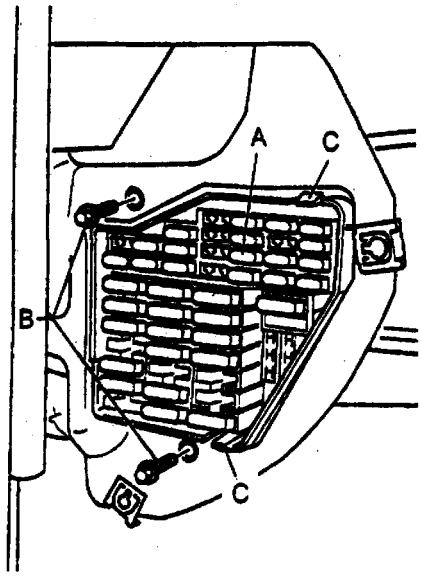

图 6－88
(1) 拆装保险丝插座
①小心地把仪表板旁边的护板撬起。
②如图 6－88 所示。把两颗固定螺钉 B (2Nm) 拆下，紧接着压紧定位装置 C，同时向里面取出保险丝插座。